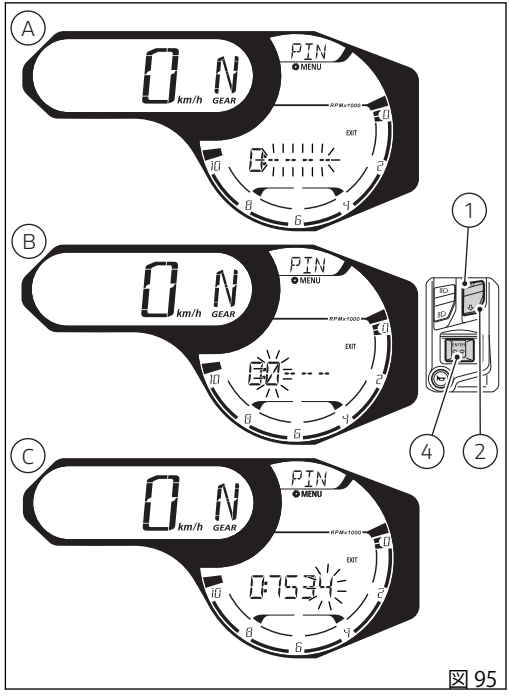

図 95
ボタン (4) を押して最後の桁 (C、図 95) を決定すると、インストルメントパネルは次の動作を行います。
- PIN CODE が正しくない場合は、インストルメントパネルは "ERROR" を 2 秒間点滅表示します。2 秒後に "EXIT" が選択されます (枠が点滅)。この時点でボタン (4) を押すと、PIN CODE の変更機能を終了します。一方、ボタン (1) と (2) を使うと、もう一度旧コード (A、図 95) を入力することができます。(図 95)